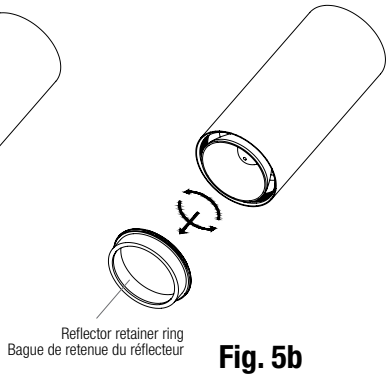

Fig. 5b
2. Unscrew the reflector retainer ring (Fig. 5b).
2. Dévisser la bague de retenue du réflecteur (Fig. 5b).